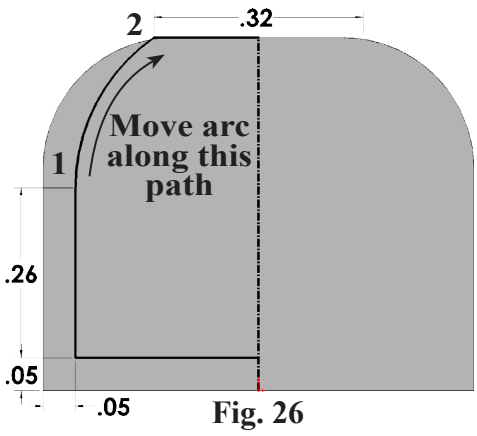

Fig. 26
Step 11. Sketch arc between top endpoint of vertical line and left endpoint of horizontal line, Position 1 and Position 2, **Fig. 26**. Start arc at Position 1 and swing up along path.